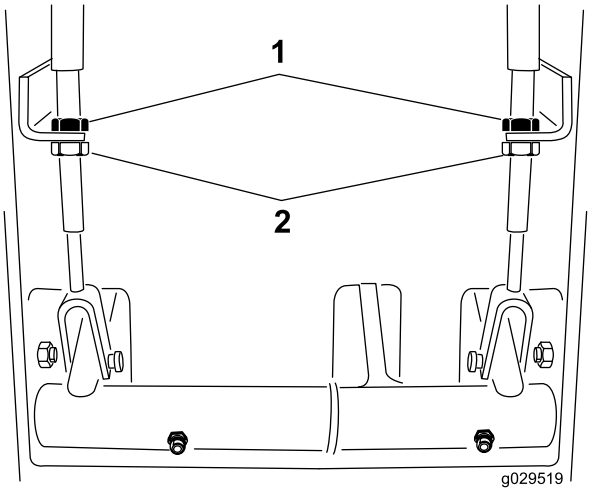

Figuur 63
2. Om de speling op de rempedalen te verkleinen, draait u de remmen vast. Draai hiervoor de voorste contramoeren op het draadeinde van de remkabel los (Figuur 63).